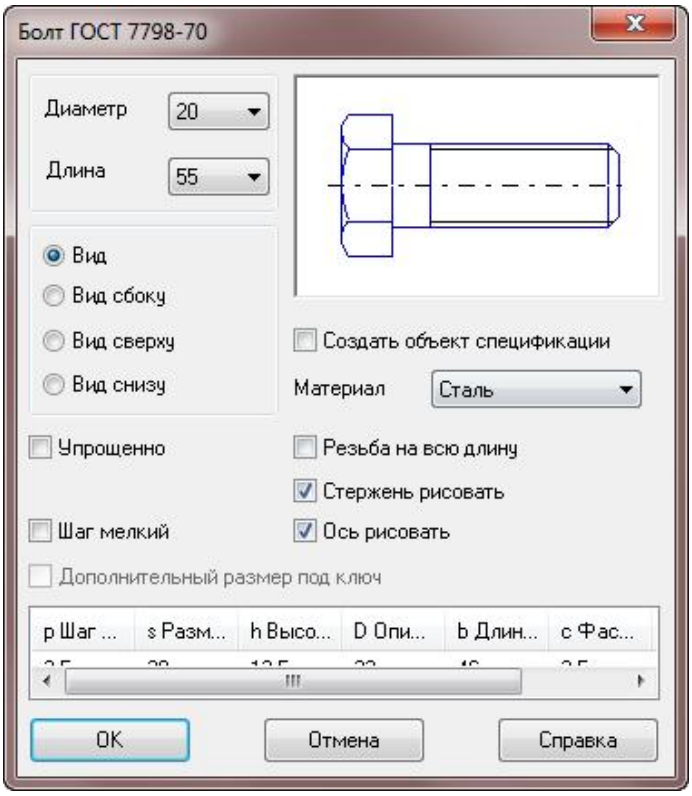

Рисунок 6.6–Вікно вибору параметрів зображення стандартного виробу
8) Оберемо типорозміри стандартних болтів, виходячи з розмірів отворів. Для наскрізного отвору в кульці обираємо болт ГОСТ 7798-70, діаметр 14 мм, довжина 45мм. Стандартне вікно обрання розмірів стандартних зображень наведено на рис. 6.6.
Підказка. Якщо при обранні довжини болта виникла помилка не варто видаляти елемент. Двічі натисніть по будь-якій лінії елемента і системи перейде в режим його редагування (з'явиться вікно, подібне до зображеного на рис. 6.6).